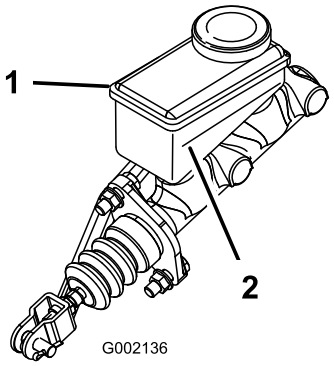

Figura 54
3. Mire el nivel de aceite en el lateral del depósito (Figura 54).
B. Añada líquido de frenos DOT 3 al depósito hasta que el nivel esté por encima de la línea Mínimo (Figura 54).